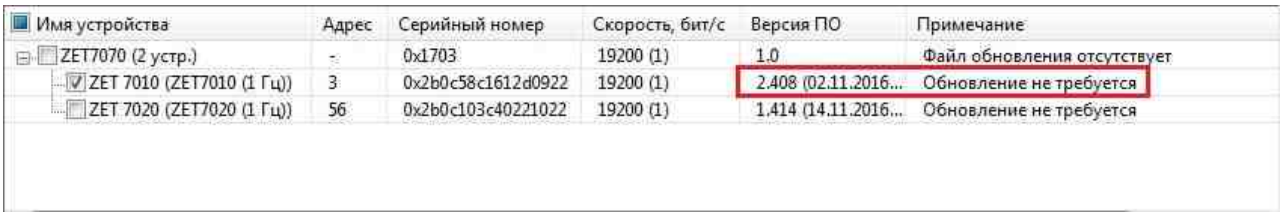

Рис.6.6 Устройство имеет последнюю версию программной прошивки
6. После окончания обновления следует убедиться, что на цифровой датчик установилась последняя версия программной прошивки (*Рис.6.6*).